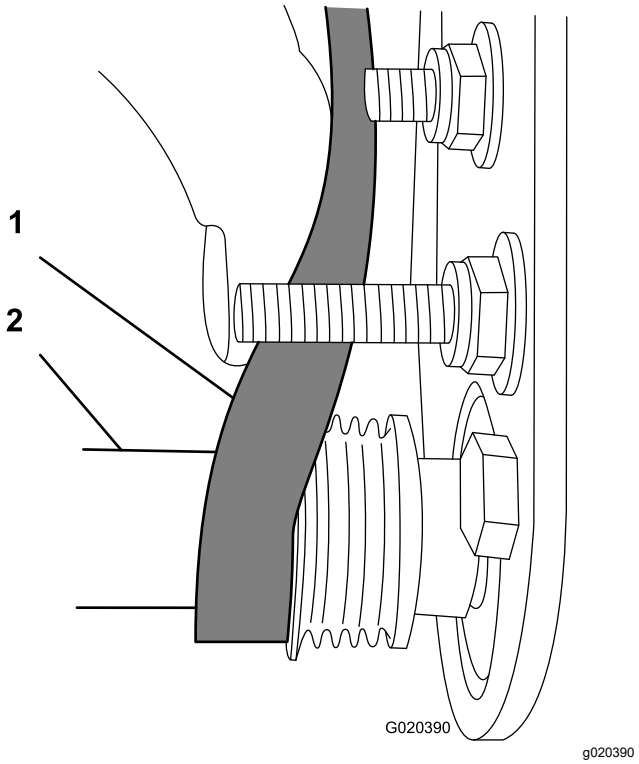

Figur 17
- Start remmen på den **drevne** remskiven (Figur 17).
- Bruk en pipenøkkel (9/16") til å rotere børsteenheten, og før remmen over på den drevne remskiven (Figur 17).